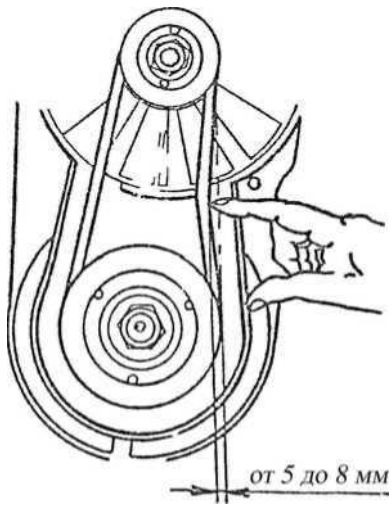

Рисунок 24 - Проверка натяжения ремня вентилятора
- проверить натяжение ремня, при усилии 2 кгс прогиб должен быть от 5 до 8 мм. (рисунок 24);